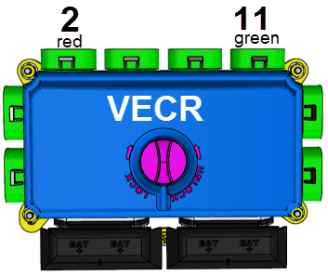

FIGURE 12 : VECR
1. Inside rear electrical compartment (rear junction box), locate VECR module (**FIGURE 12**).